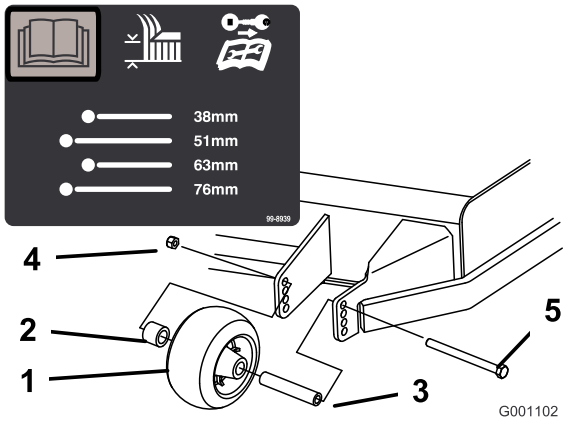
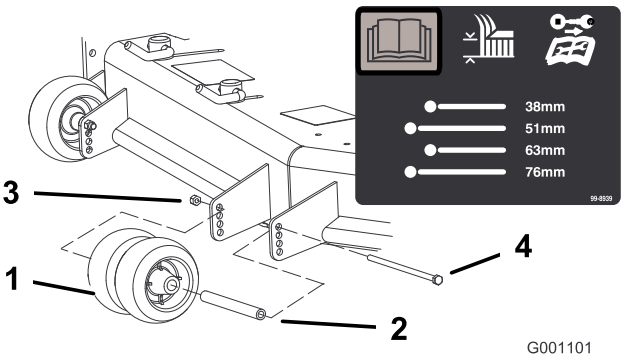
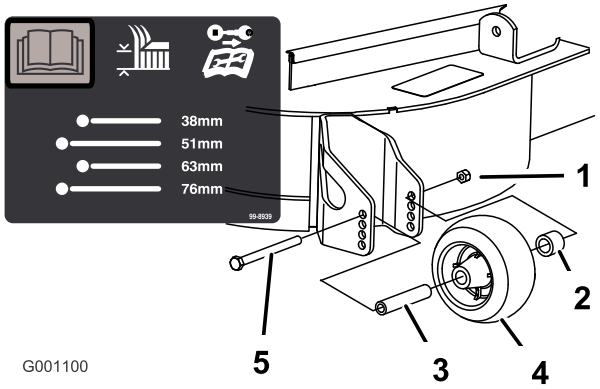

Figuur 20
Figuur 21
Figuur 22
3. Nadat u de maaihoogte hebt ingesteld, moet u de flensmoer, de lagerbus, het afstandsstuk en de bout verwijderen om de rollen in te stellen (Figuur 20, Figuur 21 en Figuur 22).
Opmerking: De twee middelste rollen hebben geen afstandsstuk (Figuur 21).
5. Monteer de flensmoer, de lagerbus, het afstandsstuk en de bout. Vastdraaien met een torsie van 54–61 Nm (Figuur 20, Figuur 21 en Figuur 22).